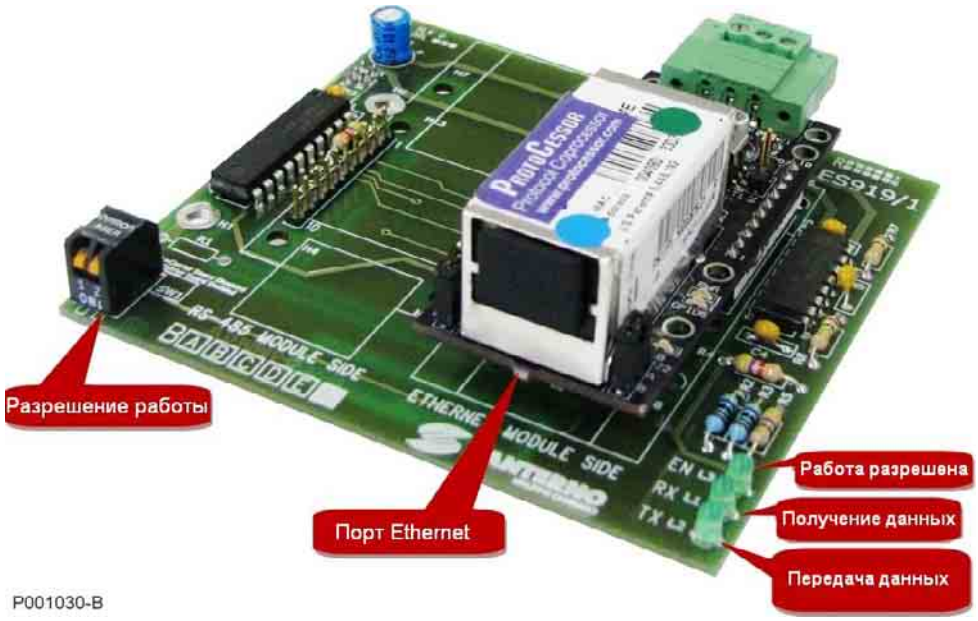

Рис. 144: Плата ES919 BACnet/Ethernet
1. Установите модуль BACnet, как показано на Рис. 144.